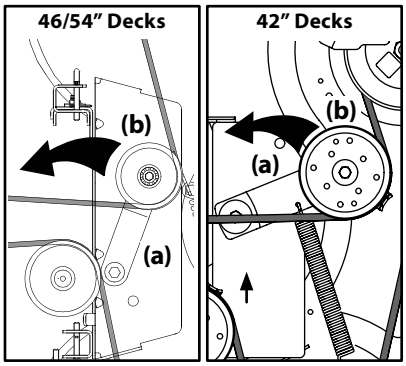
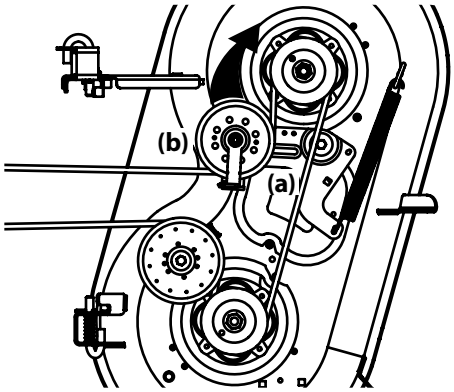

Figure 4-13
Figure 4-14
b. Working from the middle of the tractor, pivot the idler bracket (a) and movable idler pulley (b) rearward on 42/46/54" deck and forward on 34" decks just far enough to lift the belt up and over the spindle pulley. See Figure 4-13 for 42/46/54" decks and Figure 4-14 for 34" decks.